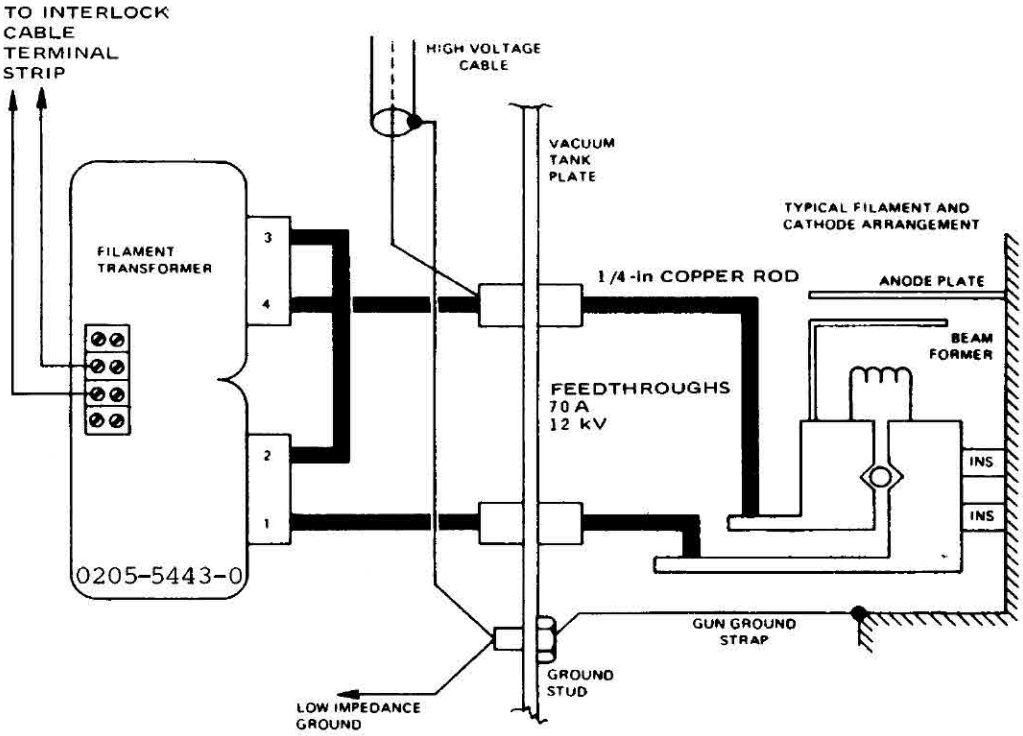

Figure 2-3. Filament transformer connection diagram
c) Power supply and high voltage shield termination: Under some conditions radio frequency energy is generated within the tank and is transmitted to the power supply through the high voltage and ground cables. It is therefore important that the ground return cable presents a low impedance to radio frequency energy. Inductance, rather than resistance, is the critical parameter. This low impedance ground return should be as short as possible and should not be coiled. Connect one end of the six-gauge ground lead to the same point on the tank as the earth ground is connected. The other end of this cable is connected to the low impedance ground stud at the lower rear of the power supply cabinet. The outer shield of the high voltage cable should also be connected to the tank ground as shown in figure 2-3.
2.3.4 Power Supply to Vacuum Tank Connections for CV-14 A and B (Figs. 2-3 and 2-4)